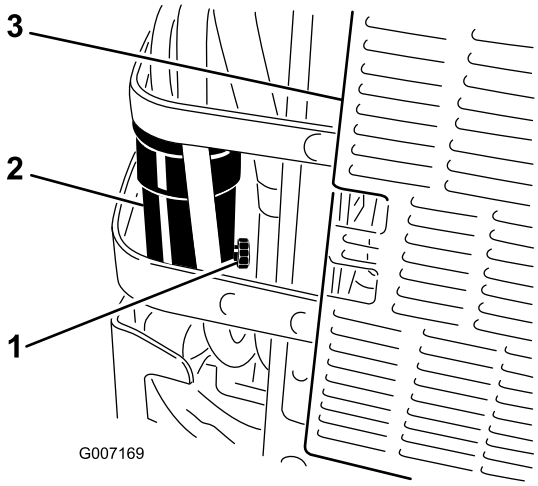

Figur 50
6. Åbn aftapningsventilen på vandudskilleren ved at dreje den omtrent en omgang, så vand og snavs kan aftappes (Figur 50).
7. Luk aftapningsventilen, når der kun kommer dieselbrændstof ud (Figur 50).